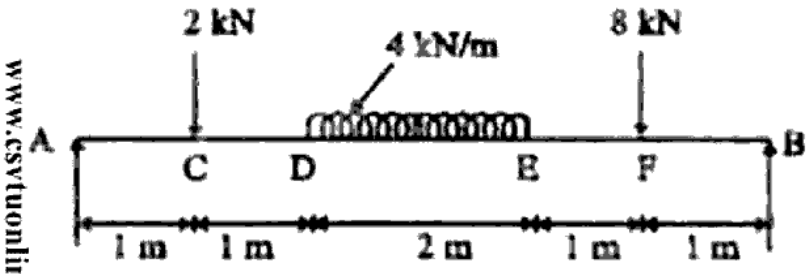

Fig. 2
3. Draw the shear force and bending moment diagrams for the beam shown in Fig. 2. Also find the position and value of maximum bending moment. 10